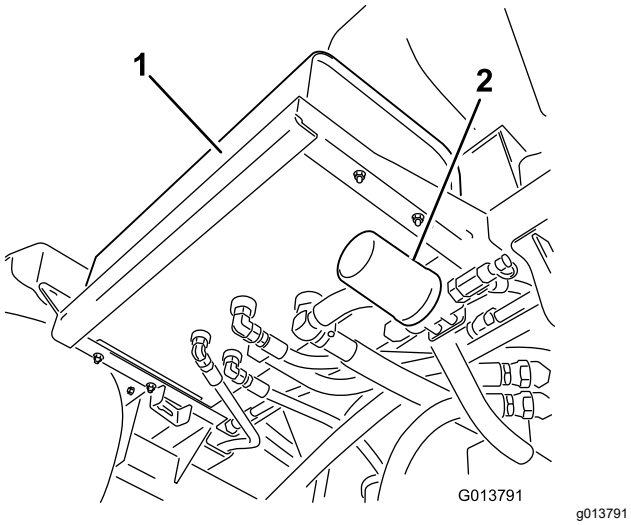
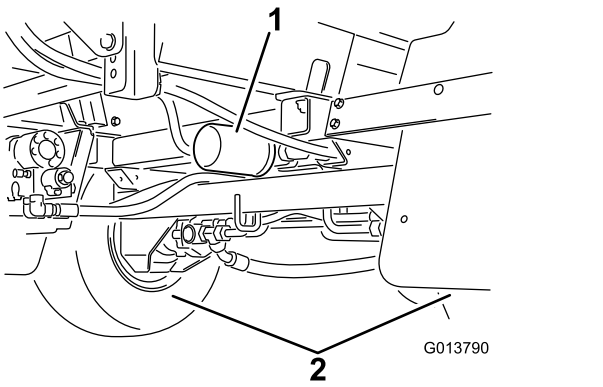

Figura 104
Figura 105
2. Localize os dois filtros hidráulicos na máquina (Figura 104 e Figura 105).